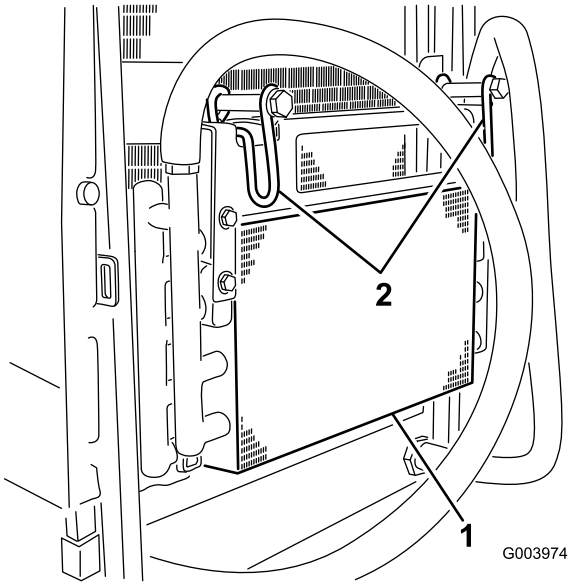

Figur 62
5. Vrid spärrhakarna inåt för att frigöra oljekylaren (Figur 62).